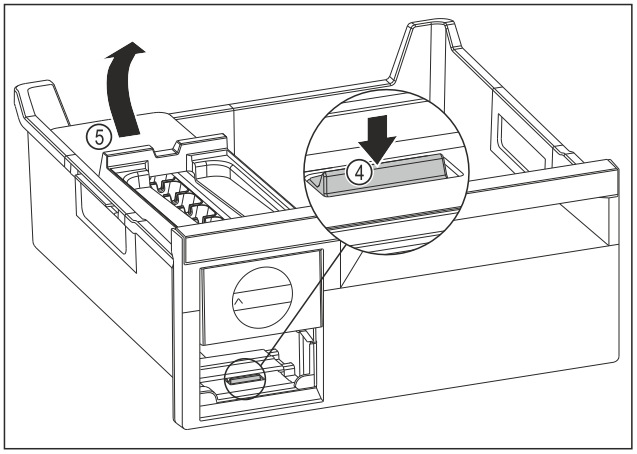

Fig. 163
▶ Removing the EasyTwist-Ice body: Use your finger to press the tab *Fig. 163 (4)* downward while at the same time lifting the EasyTwist-Ice body *Fig. 163 (5)* from behind with the other hand.